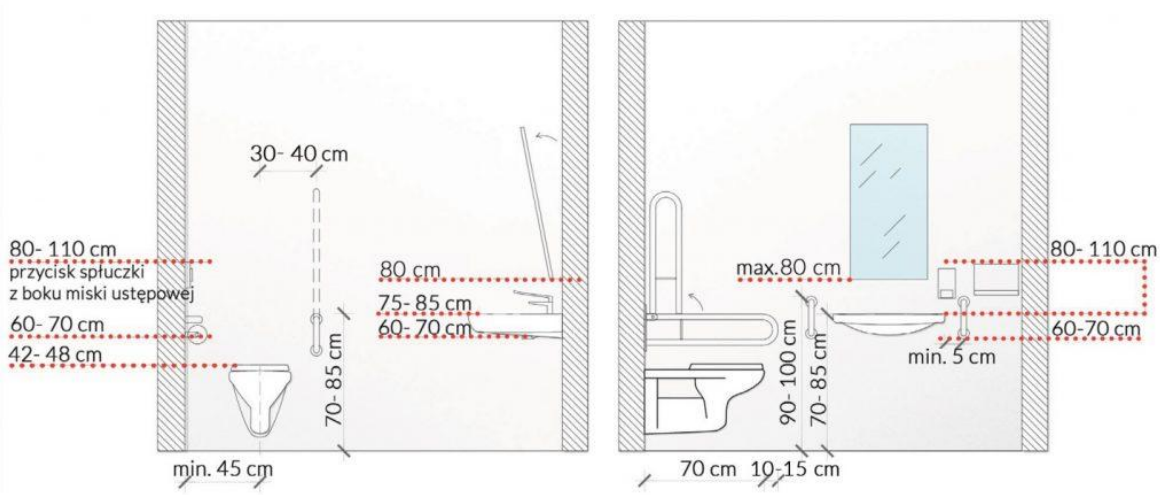

Rys. 2. Parametry dotyczące wymiarów miski ustępowej, umywalki oraz elementów im towarzyszących (rysunki poglądowe)
b) długości 75 – 90 cm (podnoszone z obu stron muszli), (patrz rys. 2)